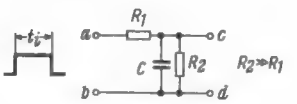

Bild 6. RC-Kombination (Tiefpaß) zur Übertragung von Rechteckimpulsen
1. RC-Kombination (Bild 6). Meist liegt parallel zur Kapazität C ein Widerstand R. Sein Einfluß kann vernachlässigt werden, wenn $R_2 \gg R_1$ ist.